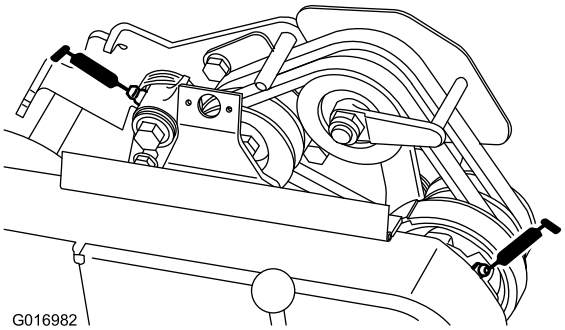

**Figur 24**
- Två på mellanremskivorna (Figur 24).